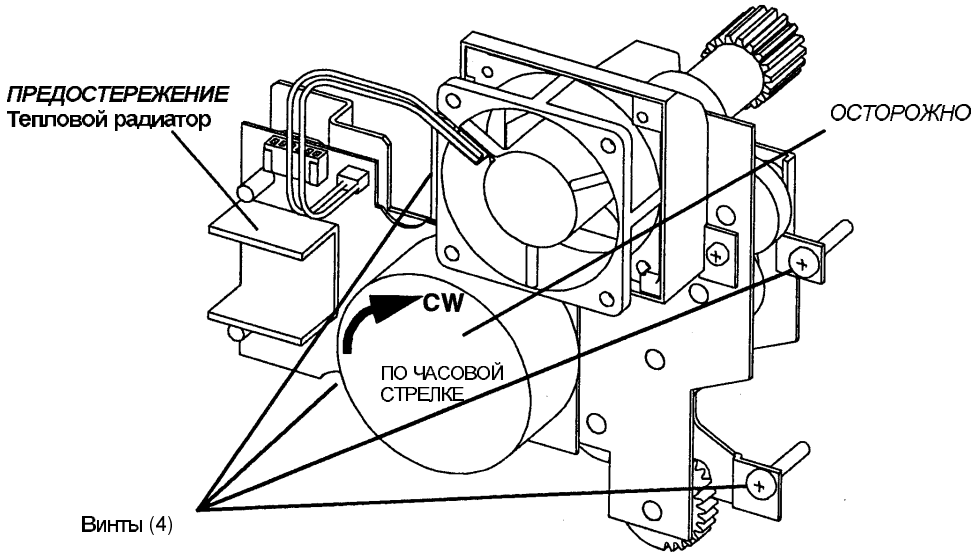

Рис. 1. Демонтаж узла привода
3. Снимите узел привода (Рис. 1).
a. Отвинтите винты (4).
1. Убедитесь, что тяжелые черные и красные провода закреплены под лапками (Рис. 1).